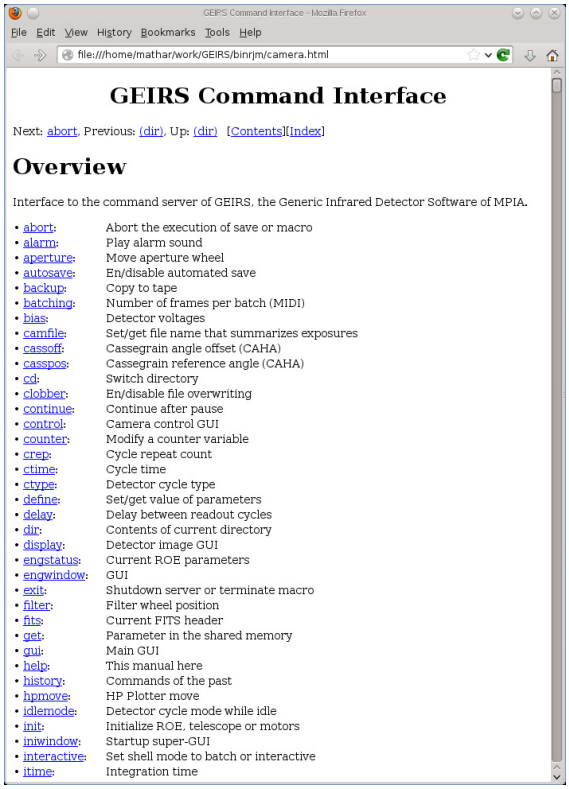

Figure 9: The web browser called by the `Help` button in Figure 8.
– **Help** Opens a web browser which shows a HTML version of the command list, similar to Figure 9, equivalent to the contents of Section 5.3. This will fail if the environment